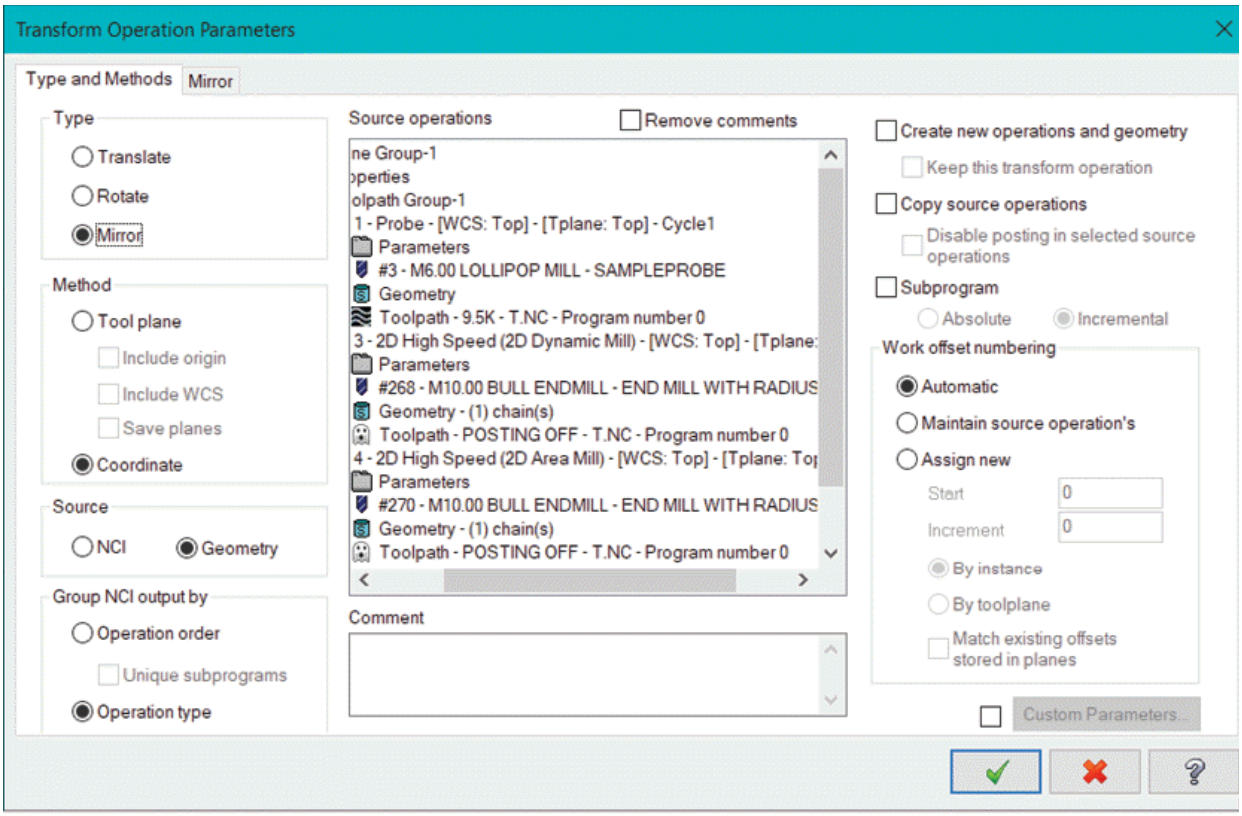

Figure-20. Transform Operation Parameters dialog box
- After creating toolpaths for the model, click on the **Toolpath Transform** tool from the **Utilities** panel in the **Toolpaths** tab of the **Ribbon**. The **Transform Operation Parameters** dialog box will be displayed; refer to Figure-20.